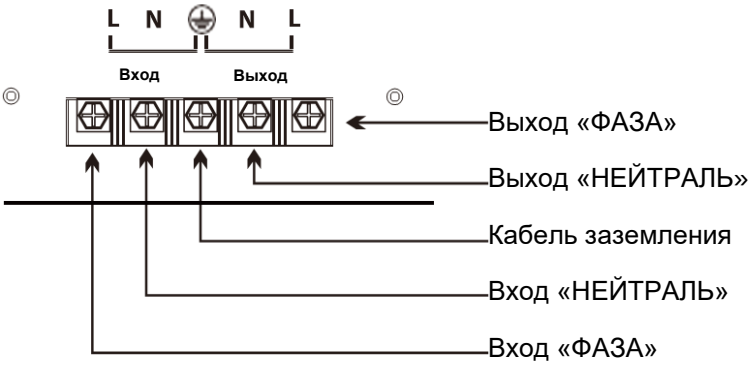

Рисунок 7. Клеммная колодка для подключения нагрузки и питания стабилизатора (выход и вход перем. тока).
3. Подключите устройства (нагрузку) к выходным разъемам стабилизатора, см. Рисунок 7.
4. Подключите питание (сеть перем. тока) к входным разъемам стабилизатора, см. Рисунок 7.